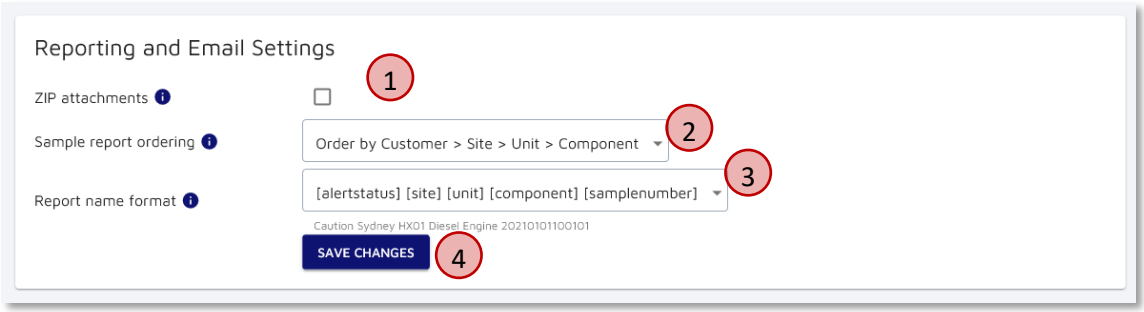

Figure 9.10 My Account - Reporting and Email Settings
- **Reporting and Email Settings** (② in Figure 9.10) – Section 9.2.2
The first item, **ZIP attachments** (① in Figure 9.10) will zip all reports together into a single compressed file, to both save space in mailboxes, but also improve attachment management when receiving large numbers of reports. The default selection is unselected, which will not zip/compress the reports together but attach each individually. Tick the box to receive the reports zipped together.
The second item, **Sample report ordering** (② in Figure 9.10) specifies the order in which the reports are added to the email as attachments. The default ordering is alphabetical by:
Finally, the **Report name format** (③ in Figure 9.10) will provide options for the file name of sample reports that are emailed to us. An example report formatting is displayed below the drop-down; Figure 9.10 shows selection and example:
Once we have selected our desired options, click the **Save Changes** button (④ in Figure 9.10). This will make the changes on our profile.